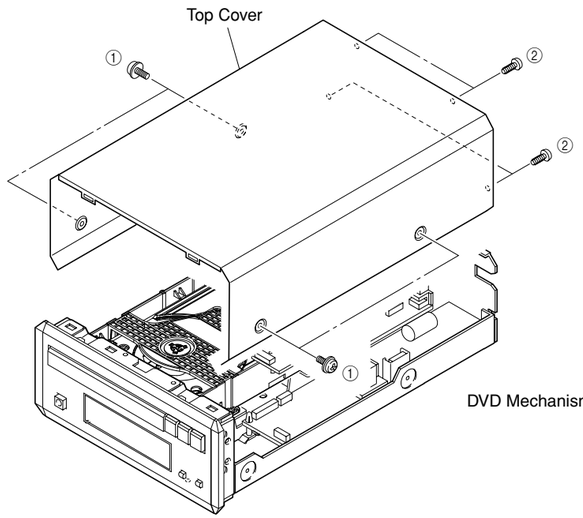

Fig. 1
a. Remove 4 screws (①), 4 screws (②) in Fig. 1.
a. ①のネジ4本、②のネジ4本を外します。(Fig. 1)